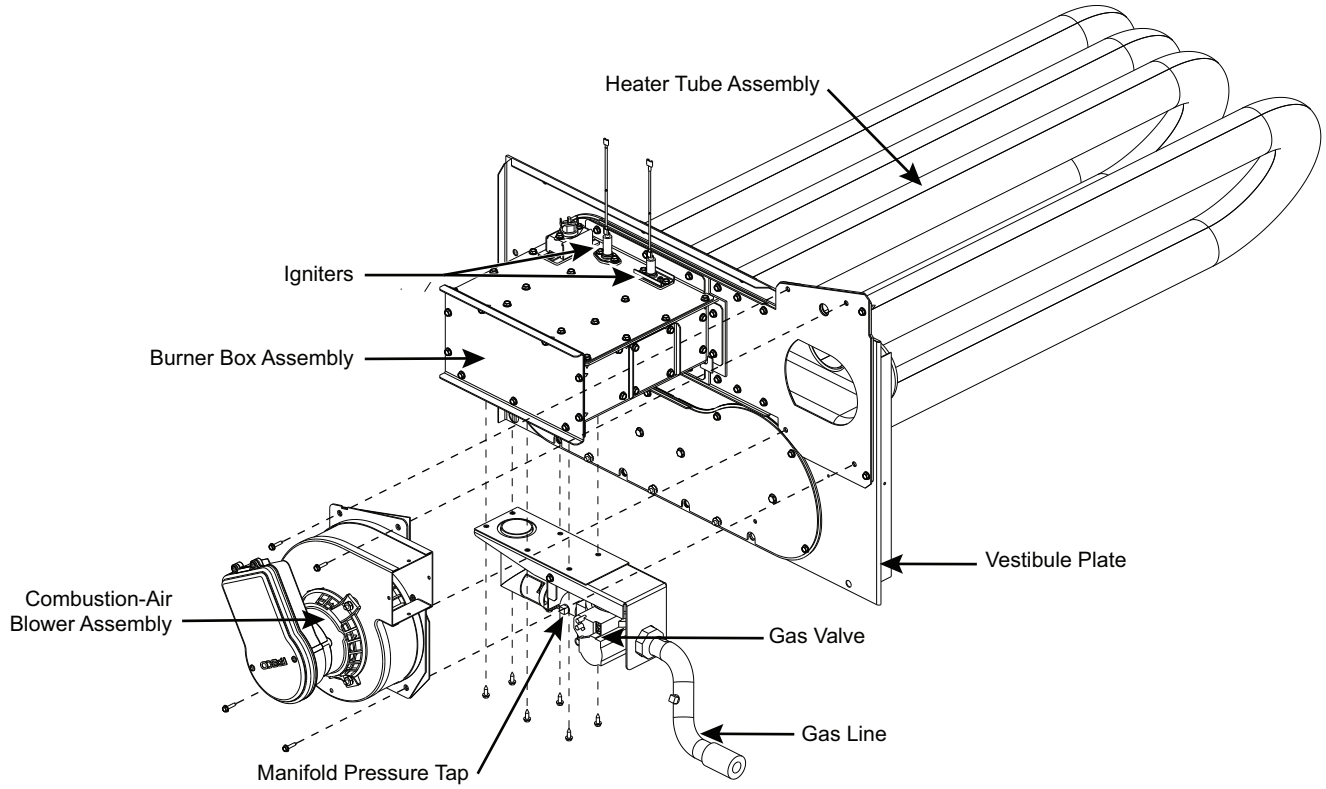

**Fig. 43 — Heat Exchanger Assembly**
2. Remove the four screws attaching the induced-draft motor housing to the vestibule plate (see Fig. 43).
9. Remove the six screws attaching the gas valve assembly to the burner box assembly (see Fig. 43).
10. Remove the pressure switch hose from the connection on the flue cover assembly (see Fig. 43).